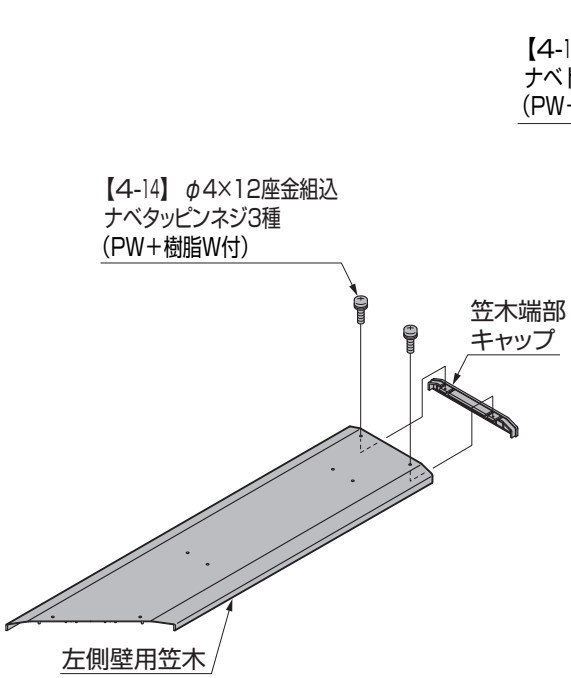

図6-1
①左右の側壁用笠木に笠木端部キャップを【4-14】で取付けてください。(図6-1参照)